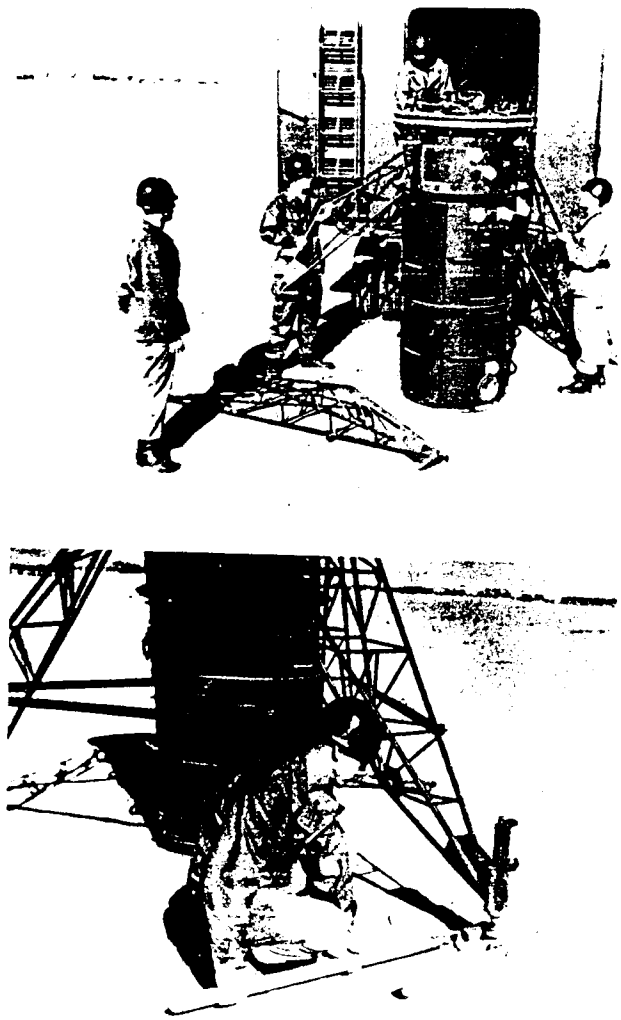

*Figure 195. Attaching legs and braces.*
*b. Installing Mounting Legs* (fig. 195).